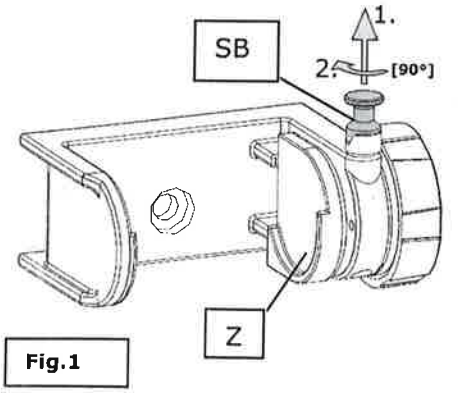

Fig.1
Colocar los vasos de molienda cargados con el material a moler y las bolas de trituración en los puntos de centraje **Z** del dispositivo de fijación, y fijarlos. **Fig.1/2**
- Extraer hacia arriba el perno de bloqueo **SB** de la ranura y girarlo 90°. **Fig.1/2**
- Girar el volante de mano **HD** en el sentido contrario de las agujas del reloj hasta disponer de un margen de fijación máx. **Fig.1/2**